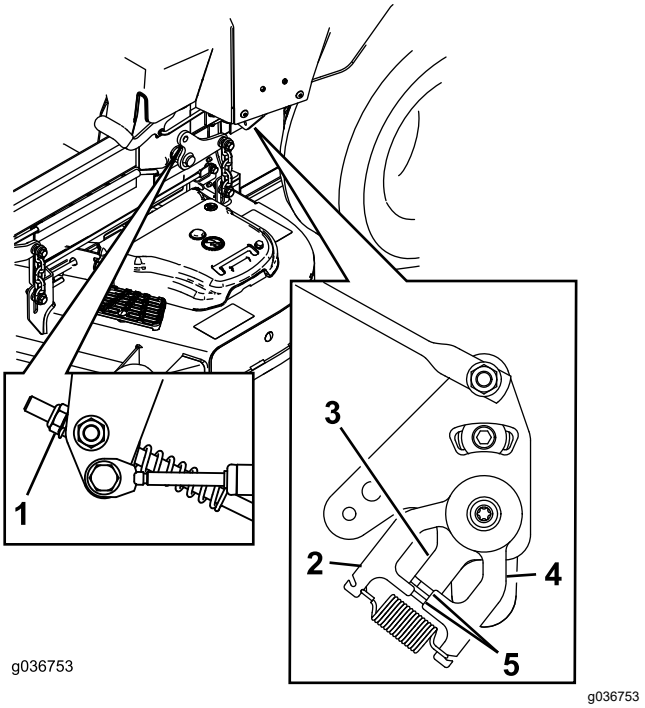

**Figuur 68**
11. Pas de lengte van de pompbedieningsstang aan door de moer in de juiste richting te draaien tot de wielen lichtjes gaan kruipen in de achteruitstand (Figuur 68).